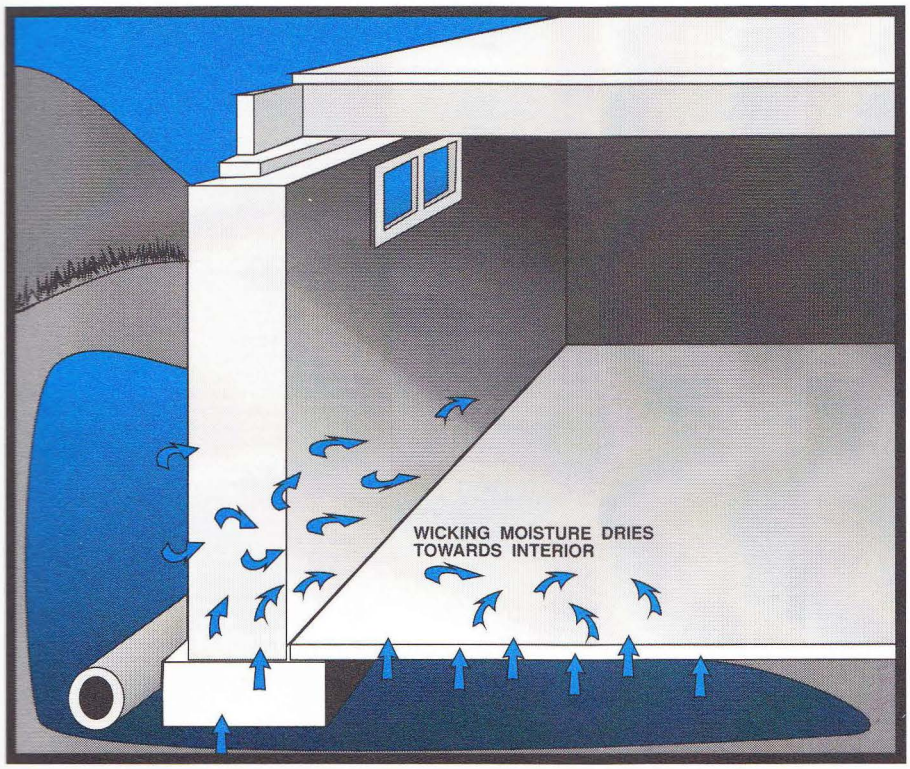

**FIGURE 10**
- Due to rising moisture by capillarity or wicking action, the floor slab or the basement walls may become saturated and damp if this moisture cannot evaporate to the interior at a sufficient rate. The result is damp basement walls and floor, and excessively high basement/house *relative humidity*. (See Figure 10.)